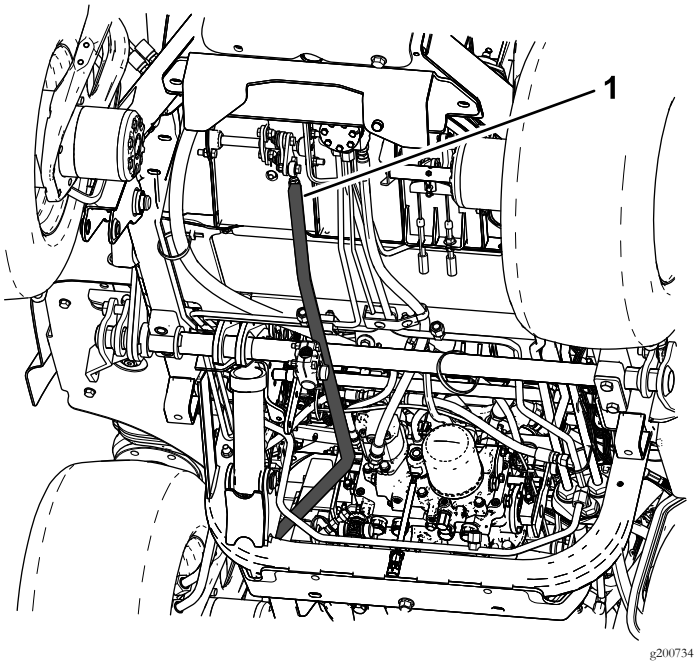
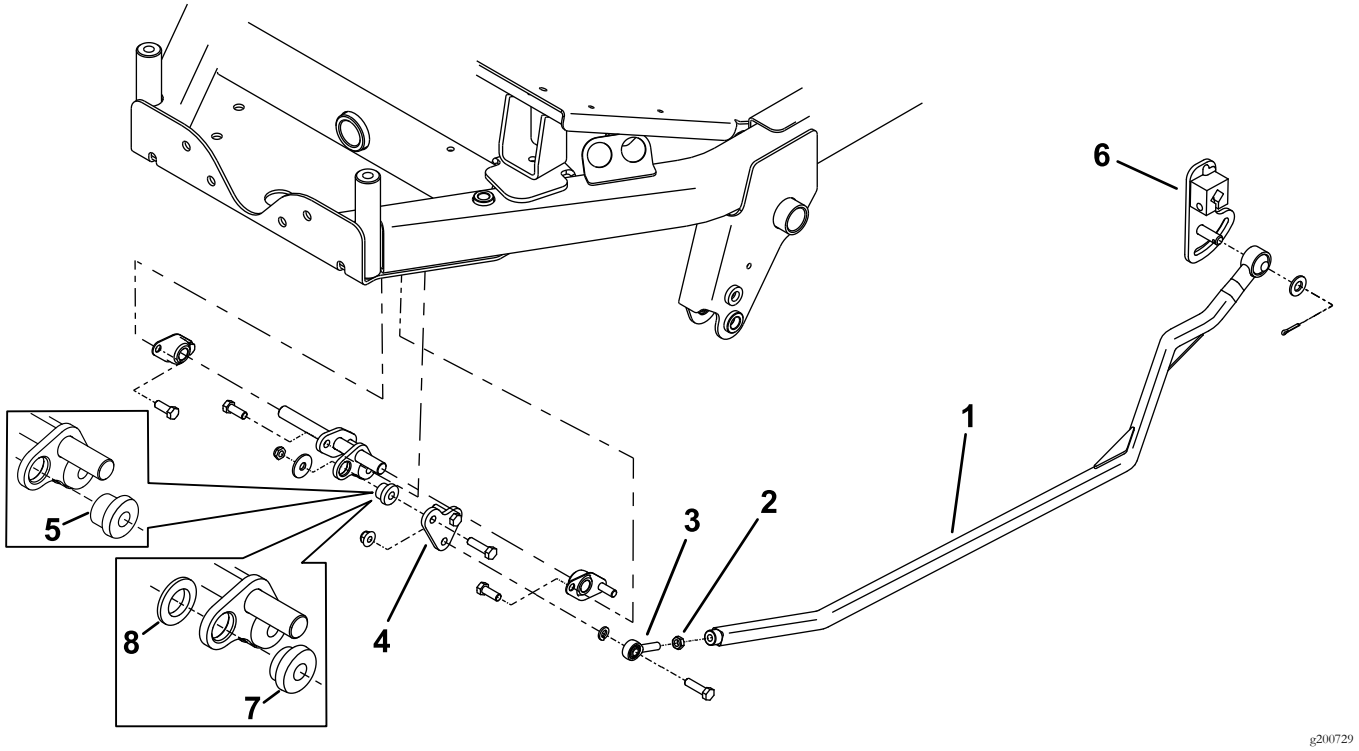

Figur 5
Figur 6
2. Ta bort den befintliga drivstången från drivningsreglagets arm och framlänken (Figur 5).
3. Montera stångändens lager och kontramuttern mot drivstången (Figur 6).
4. Montera länksystemsplåten och antingen gummi- eller plastfästena (Figur 6).
Obs: Använd antingen plast- eller gummifästena för satsen, beroende på vilket som känns bäst när du kör maskinen. Vi rekommenderar att du använder gummifästena för en maskin med hytt eftersom detta hjälper till att minska ljudet i hytten (Figur 6).
5. Montera den nya drivstången på drivningsreglagets arm och framlänken (Figur 5 och Figur 6).